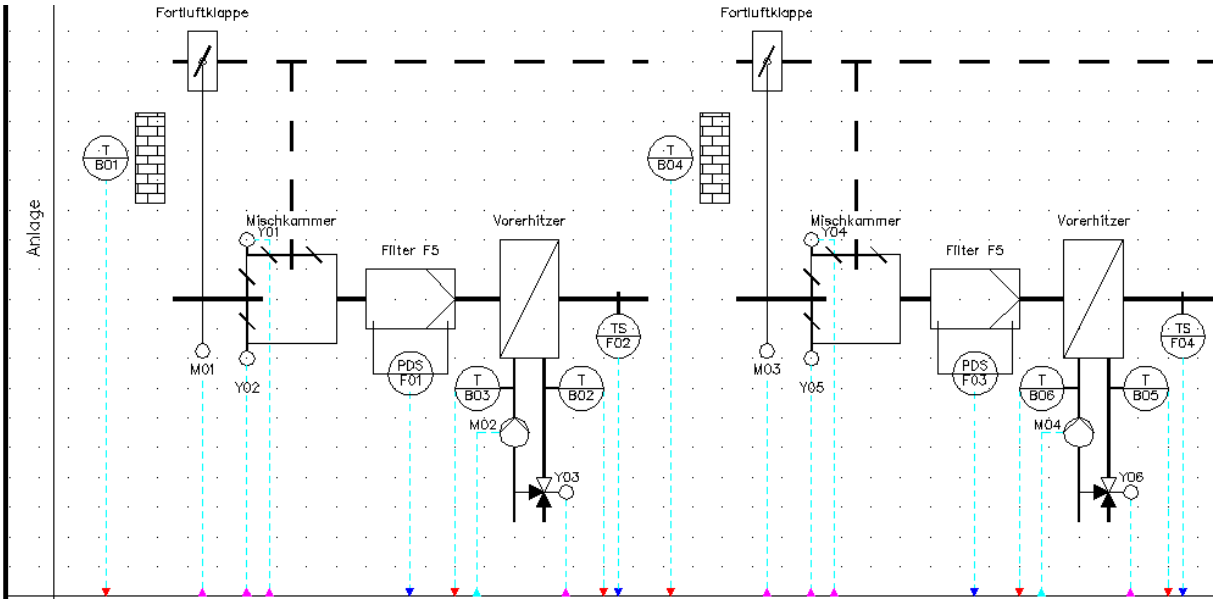

Bild 28.32 – Eine Kombination von Teilanlagen
- Fügen Sie ihn dann mit der Option *Letztes* gleich noch einmal ein (Abb. 28.32).